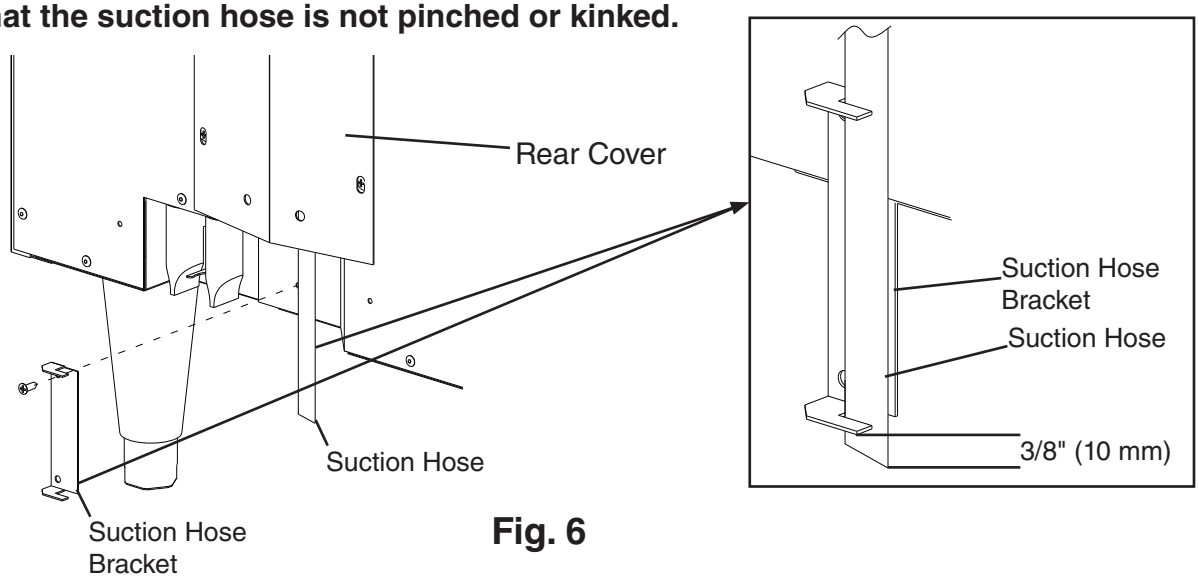

Fig. 6
6) Remove the suction hose bracket from the accessory bag. Using 1 screw provided in the accessory bag, attach the suction hose bracket to the rear of the appliance. Secure the suction hose using the suction hose bracket. See Fig. 6. ***NOTICE!*** **Confirm that the tip of the suction hose extends 3/8" (10 mm) below the suction hose bracket and that the suction hose is not pinched or kinked.**